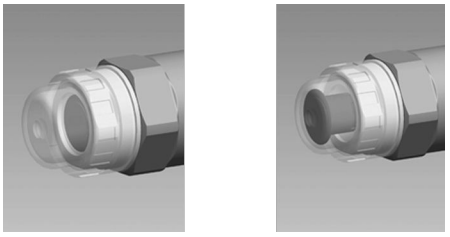

Рис. 9: Оптический датчик разрыва мембраны, не сработавший и сработавший
В **оптических** датчиках разрыва мембраны при разрыве мембраны опущенный красный цилиндр (6) под прозрачной крышкой (7) выдвигается вперед так, что его отчетливо видно - см. Рис. 9.